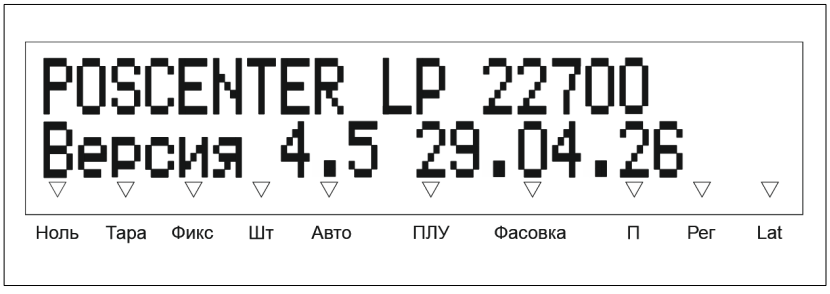

Рис. 19
- Далее на дисплее отобразится выбранная конфигурация товарной базы, номер версии ПО весов и дата выпуска ПО, см. рисунок 19.